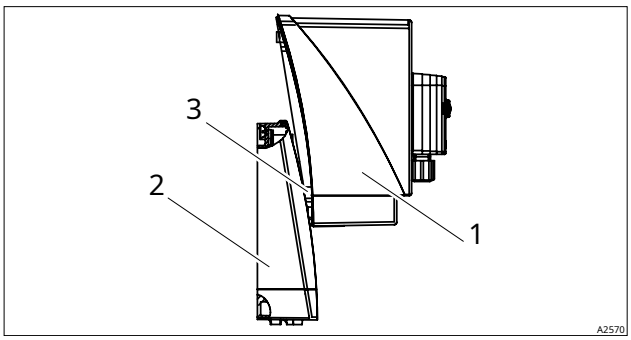

Fig. 8: Parked position
3. Slide the upper part of the housing with the side flaps up into the recesses in the lower part of the housing (parked position), *Fig. 8*.